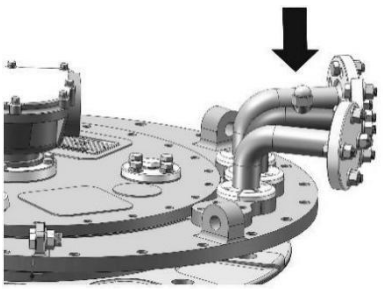

Рис. 37. Болт для выпуска воздуха на патрубке S
Используйте пробку на патрубке (S) (Рис. 37), чтобы выпустить воздух из сифонной трубки.